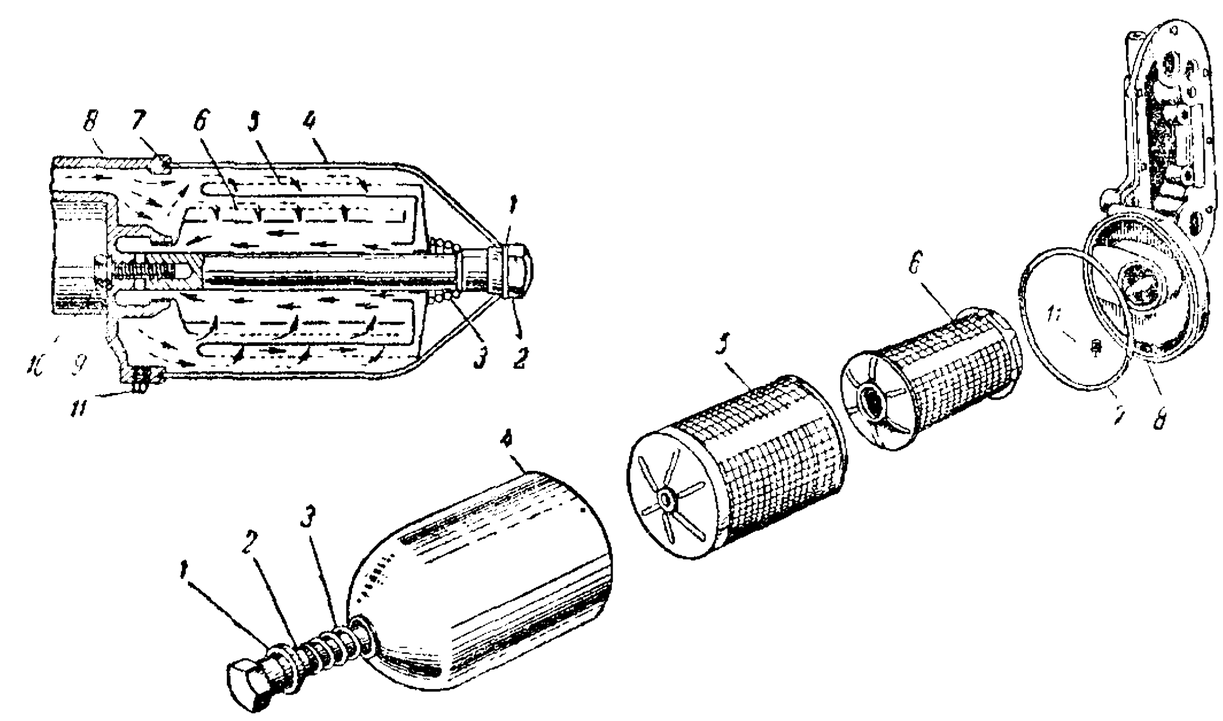

Рис. 38. Фильтр грубой очистки масла:
Масляный фильтр грубой очистки (рис. 38) состоит из корпуса *8*, стального колпака *4* и фильтрующих элементов *5* и *6*. Для уплотнения колпака в корпусе масляного радиатора и фильтра сделана проточка, в которую уложено кольцо *7* из маслостойкой резины.
1) вывернуть спускную пробку *11* (рис. 38) и слить остатки масла из фильтра;